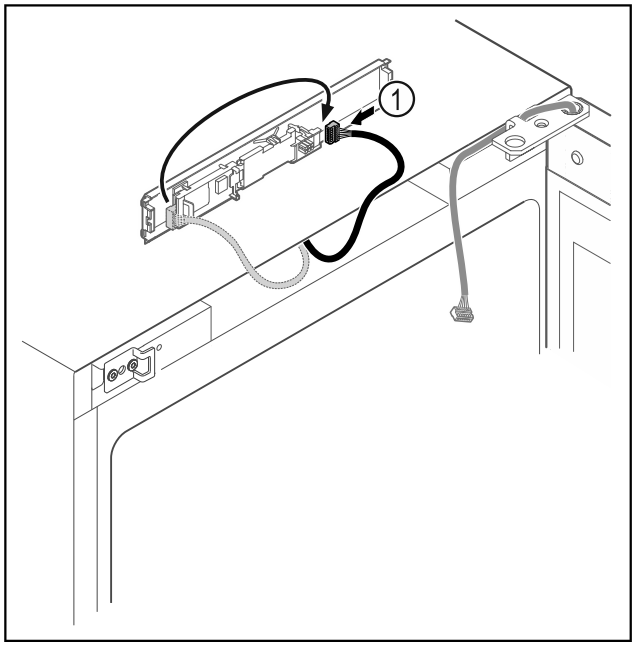

Fig. 9
▶ Переставьте штекер *Fig. 9 (1)* на панели.